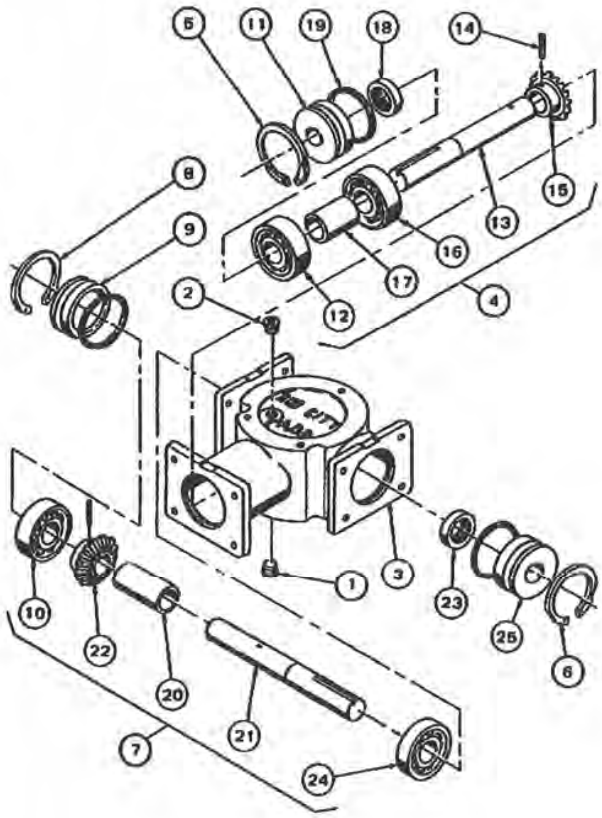

FIGURE 12 – Group 4 Drives
Group 4 Drives (Refer to Figure 12 unless otherwise noted)
Slide Open Cap (11, Figure 12) and Outer Bearing (12) off Pinion Shaft (13). Drive Spring Pin (14) out of Bevel Gear (15) and pinion shaft. Place pinion shaft in a press with shoulder of gear resting on the press anvil. Remove gear by pushing shaft through gear. Remove inner Ball Bearing (16) from shaft. If pinion shaft is to be replaced and Spacer (17) salvaged, press off spacer carefully from shaft so that it may be broken on Loctite® used to affix spacer to shaft. Remove Seal (18) from open cap with a driver tool or gently tap opposite edges of inner seal surface with a flat punch so that they are removed only and no damage occurs to open cap counterbore. Remove O-ring (19) from open cap.
The disassembly of the Output Shaft Assembly (7, Figure 12) is essentially the same as the procedure outlined above for the pinion shaft.